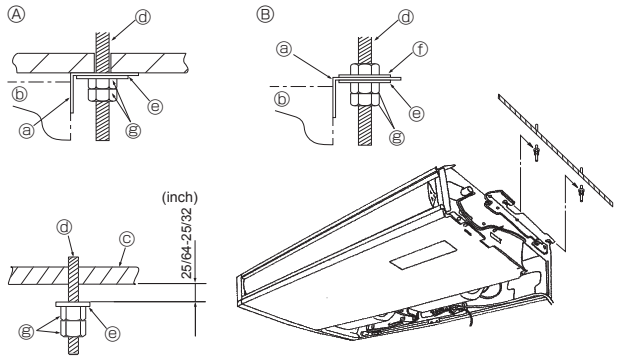

Fig. 3-6
② Ne jamais forcer pour ouvrir la grille d'arrivée d'air ni l'ouvrir dans un angle supérieur à 120° sinon vous risqueriez d'endommager les charnières.
3.3. Installation de l'appareil intérieur (Fig. 3-6)